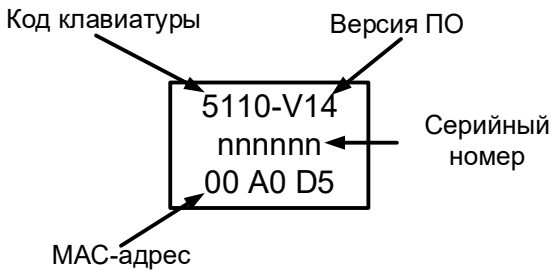

Рисунок 3 – Шильдик
– В поле **«МАС адрес»** введите трехбайтовый МАС-адрес, напечатанный на шильдике клавиатуры (см. рисунок 3).